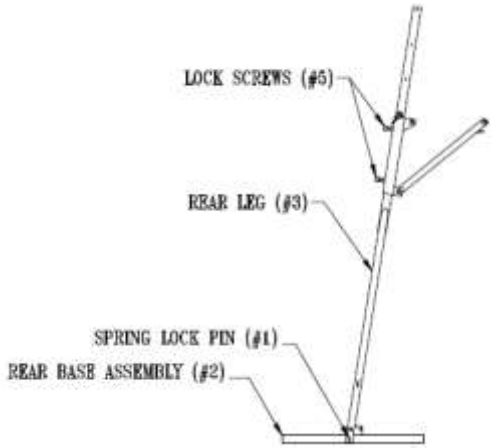

Figure 1
b) Refer to Figure 1. Remove the two spring lock pins #1 on the rear leg base #2 and raise the rear leg #3 to an upright position.